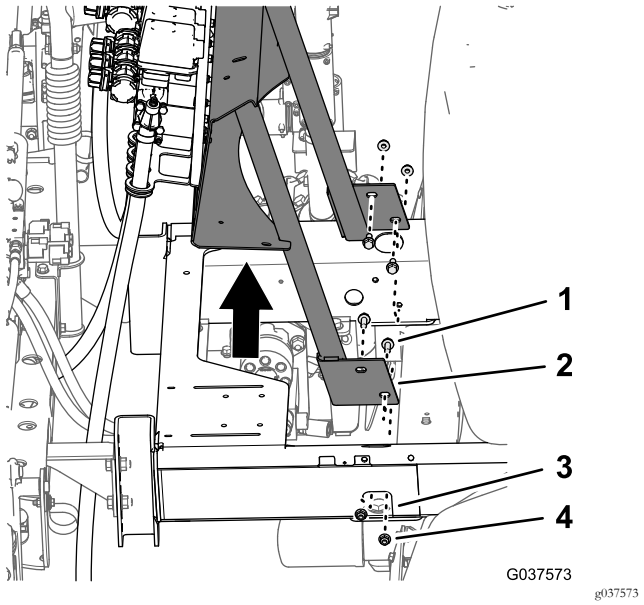

Figuur 45
2. Ondersteun de klepbevestiging en verwijder de 4 flenskopbouten (⅜ x 1") en 4 flensborgmoeren (⅜") waarmee de klepbevestiging aan het frame van de machine is bevestigd (Figuur 45).
3. Verwijder de klepsteun, kleppen en spuitboomslangen van de machine (Figuur 45).